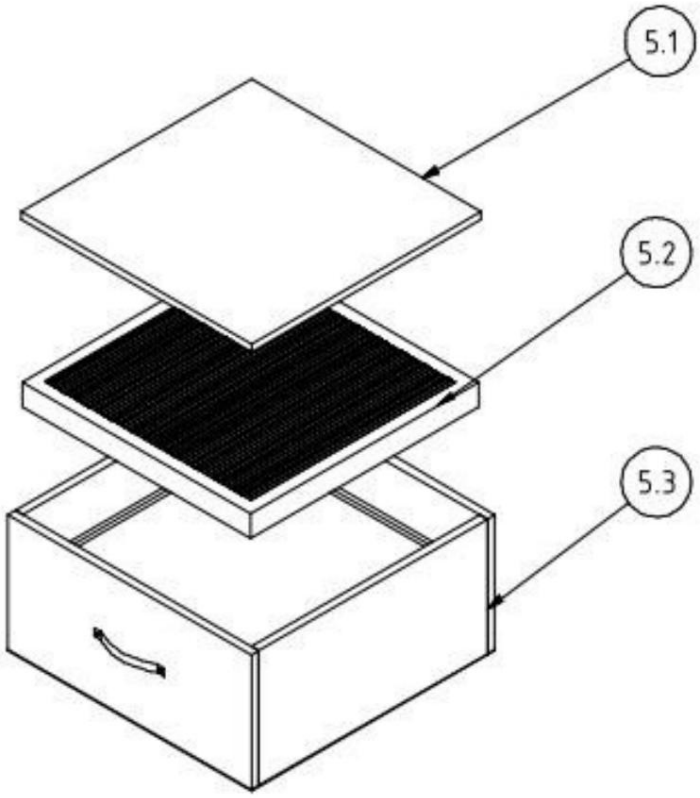

Abbildung 5, Filteraufbau
• Suelte los seguros de tensión, elemento 2, y abra la puerta de mantenimiento, elemento 3. • Levante ligeramente el filtro principal, Fig. 5, elemento 5.3, por el asa delantera para separar el sello de la superficie de apoyo y tire de él un poco hacia usted.